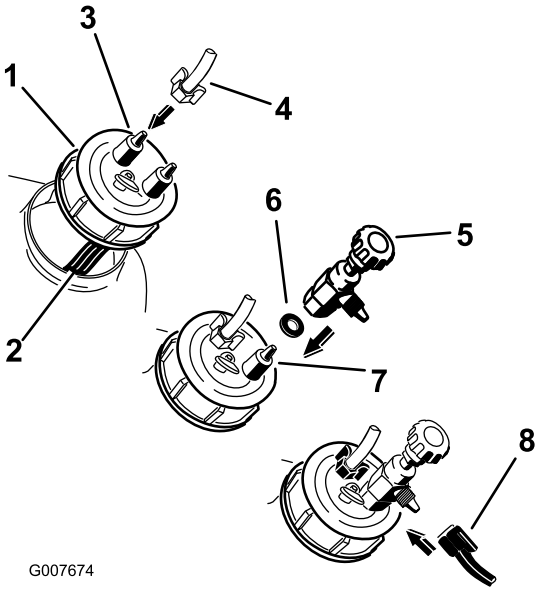

Figura 15
2. Instale el bucle de manguera de 3 pies y la válvula reguladora del tapón en el tapón negro (Figura 15).